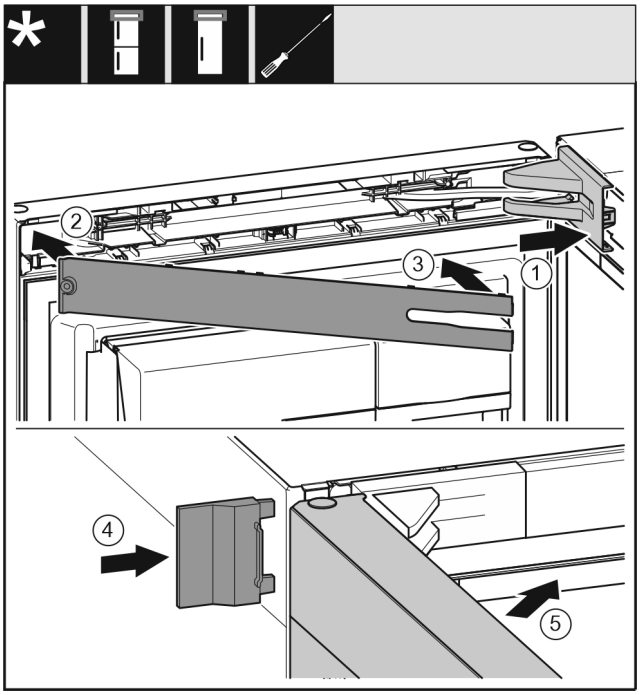

Fig. 43
- ▶ Uzlieciet un nofiksējiet gultņa balsta pārsegu *Fig. 43 (1)*, ja nepieciešams, uzmanīgi atspiediet.
- ▶ Uzlieciet aizsegu *Fig. 43 (2)*.
- ▶ Pievirziet un nofiksējiet aizsegu *Fig. 43 (3)*.
- ▶ Uzbīdiet ārējo pārsegu *Fig. 43 (4)*.
- ▶ Aizveriet augšējās durvis *Fig. 43 (5)*.